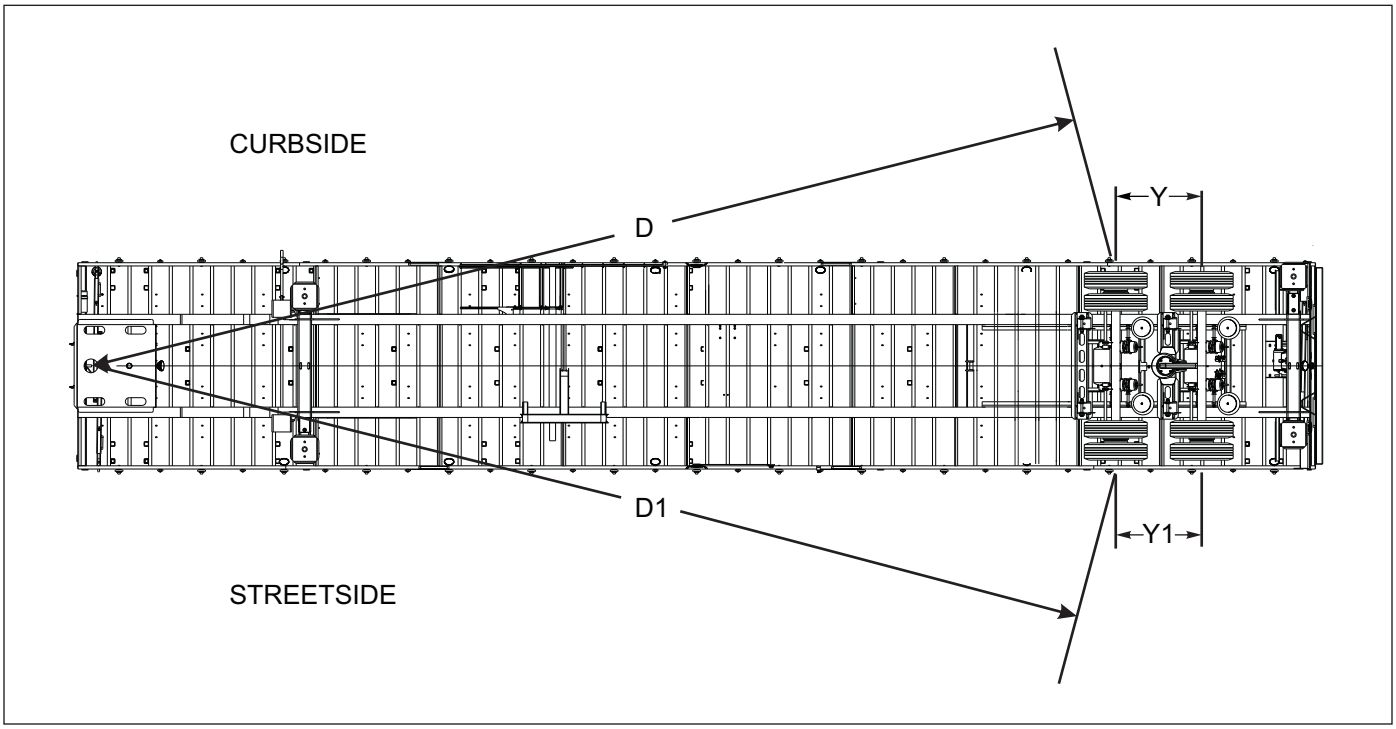

Figure 4-7: Checking Axle Alignment
4. Measure (D) from the plumb bob to the center point on one end of the axle. Record this measurement (***See Figure 4-7***).
5. Measure (D1) to the other end of the axle in the same manner as in ***Step 4***. Record this measurement (***See Figure 4-7***).